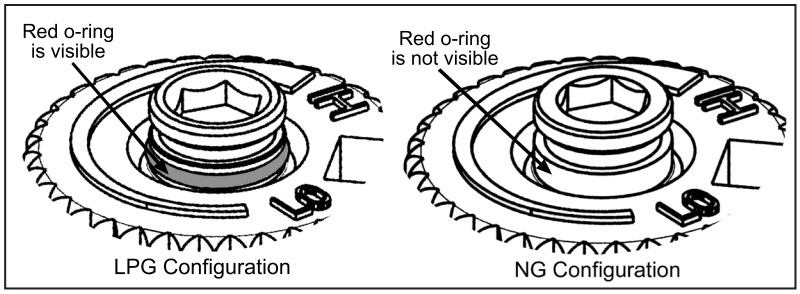

**Figure 11: O-ring on valve screw.**
f) Verify that if the conversion is from NG to LPG, the screw must be re-assembled with the red o-ring visible (refer to Figure 11). If the conversion is from LPG to NG, the red o-ring of the screw must be not visible.